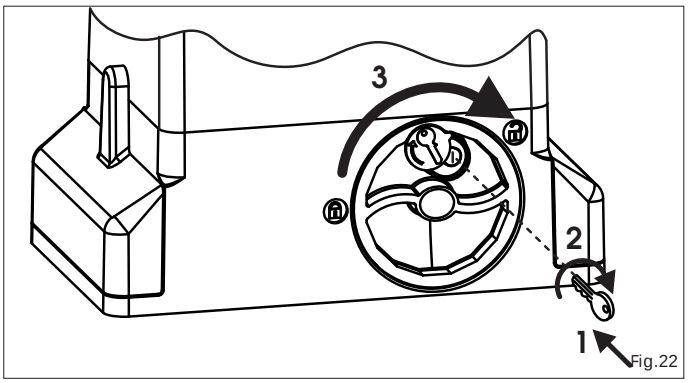

Fig.22
1) Insert the key provided and turn it clockwise as shown in Fig. 22 ref. 1 and 2.
2) Turn the release system clockwise, until the mechanical stop is reached, Fig. 22 ref. 3.